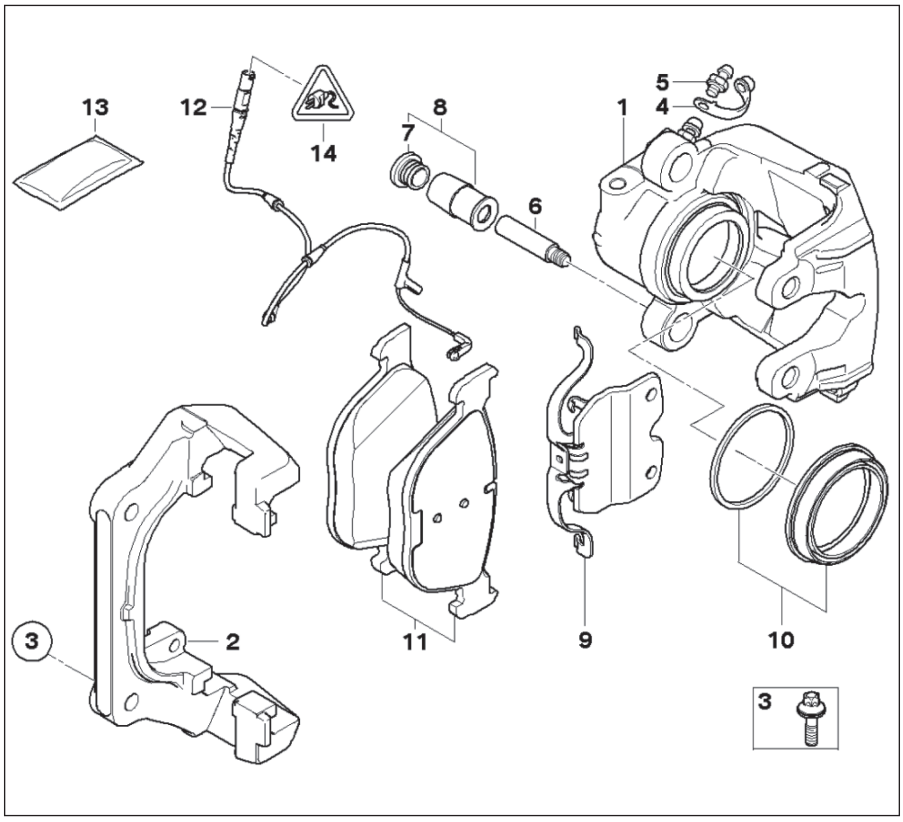

Рис. 8.5. Тормозной механизм передних колес:
- Проверить отстыковку ШС кабеля датчика толщины тормозной накладки на левом суппорте. Тянуть за провод категорически запрещено. Извлечь пластиковые защитные колпачки направляющих пальцев (7, см. рис. 8.5), применяя отвертку. Вынуть тормозной шланг из держателя.